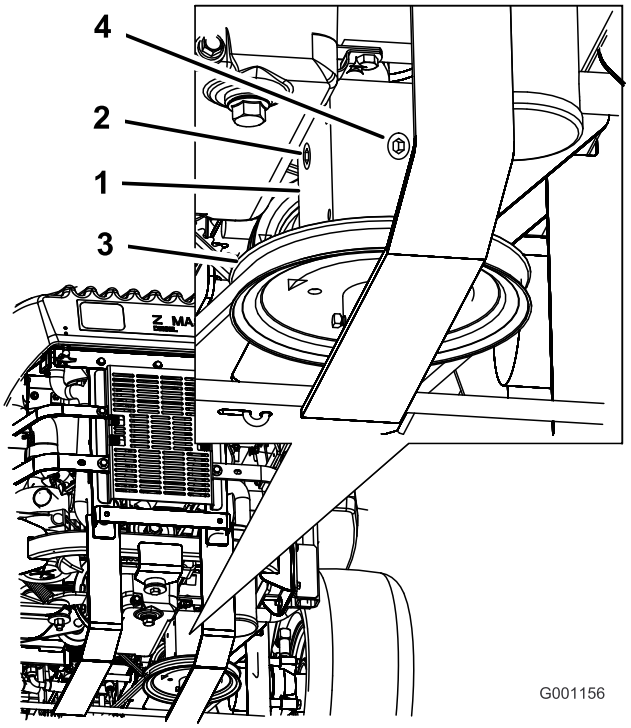

Figura 51
4. Retire el tapón lateral o trasero de la caja de engranajes (Figura 51).